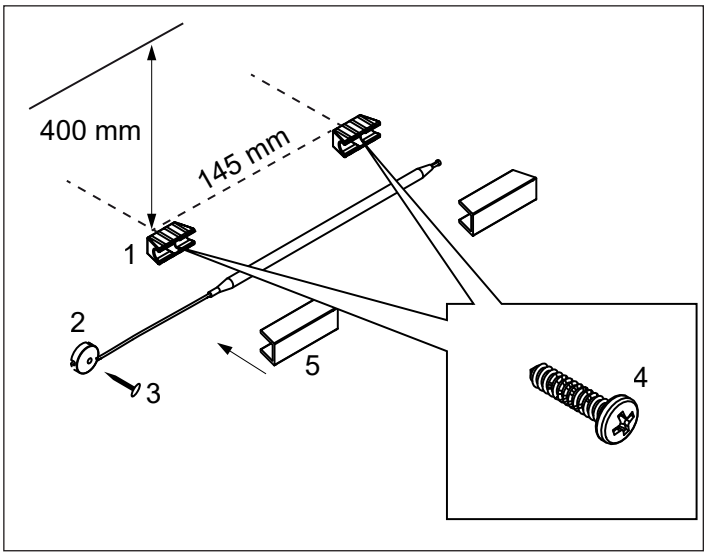
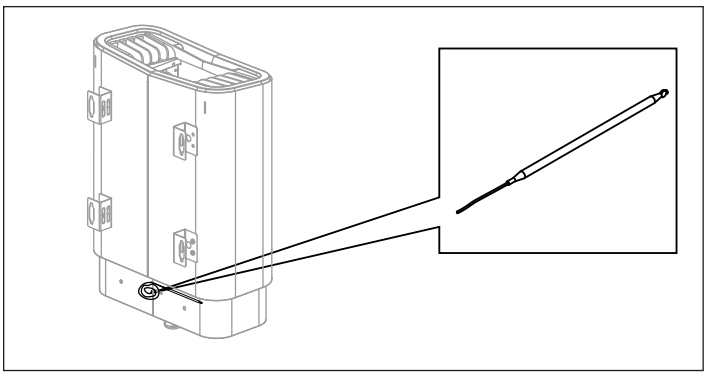

Рис. 12: Установка датчика температуры
Рис. 14: Поиск датчика температуры
Установите держатели датчиков температуры (см. (1) на рис. 12) на расстоянии 400 мм от потолка и 145 мм друг от друга с помощью двух комплектных винтов (4).
Вставьте датчик температуры (расположен на задней части нагревателя, см. рис. 14) и закрепите капиллярную трубку с помощью скоб (2) и паркетного гвоздя (3) (см. рис. 12).
Перед подключением устройства к источникам напряжения или числу фаз, не указанному в схеме соединений на рис. 14, свяжитесь с отделом обслуживания клиентов TylöHelo.